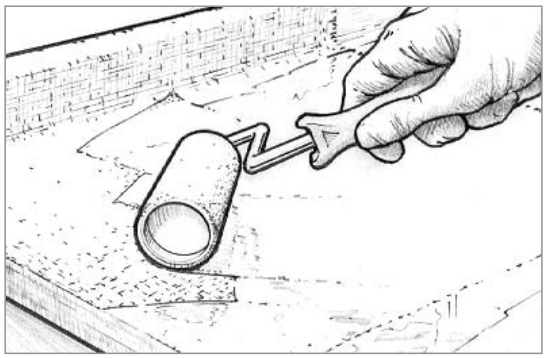

Figure 6-16 *Apply the first coat of unthickened epoxy to fill the weave of the cloth before the wet-out coat reaches its final cure phase.*
9. Coat the surface to fill the weave before the wet-out reaches its final cure stage *(Figure 6-16)*. Follow the procedures for epoxy barrier coating under Section 6.4.6. It will take two or three coats to completely fill the weave of the cloth and to allow for a final sanding that will not affect the cloth.